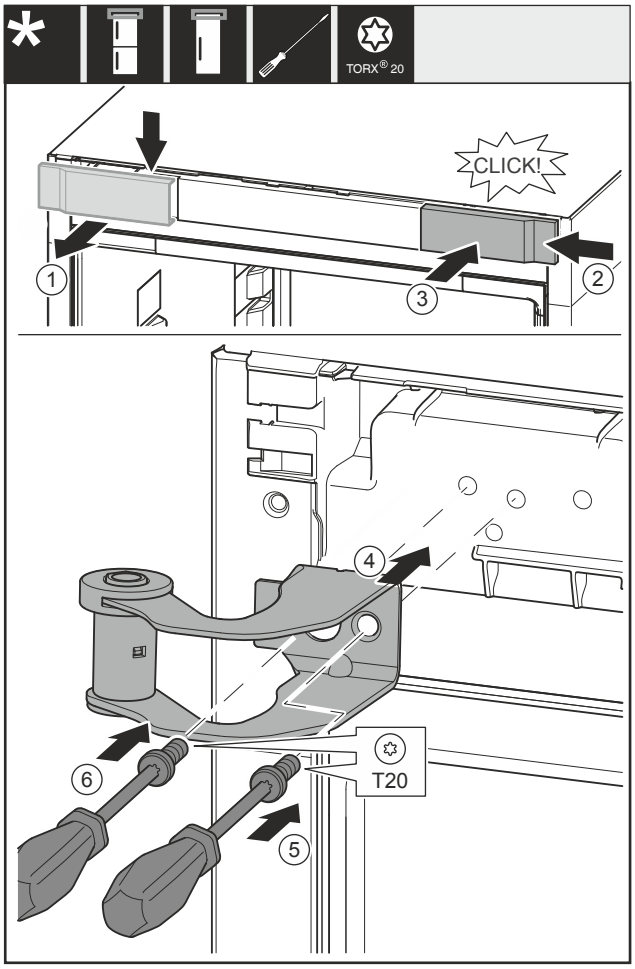

Fig. 16
▶ Remove the cover *Fig. 16 (1)* from above towards the front.
▶ Turn the cover *Fig. 16 (2)* by 180° and attach to the other side from the right.
▶ Engage the cover *Fig. 16 (3)*.
▶ Place the top swap bearing block *Fig. 16 (4)*.
▶ Screw the screw *Fig. 16 (5)* tight.
▶ Screw the screw *Fig. 16 (6)* tight.